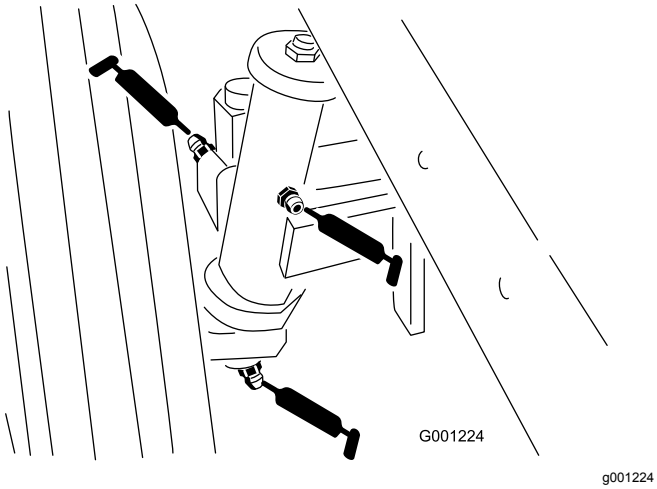

**Figur 40**
- Baghjulenes spindelbøsninger (Figur 40)